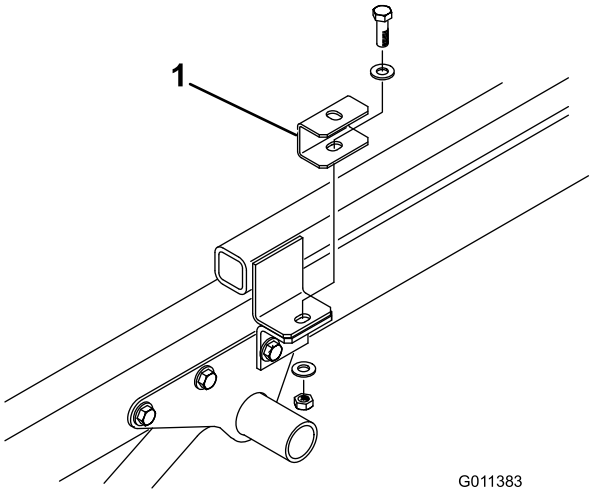

Figur 7
4. Fest et avstandsstykkefeste oppå hver tapp for tilkoblingsrammen med hodeskruen, (2) flate skiver og låsemutteren som ble fjernet tidligere (Figur 7).